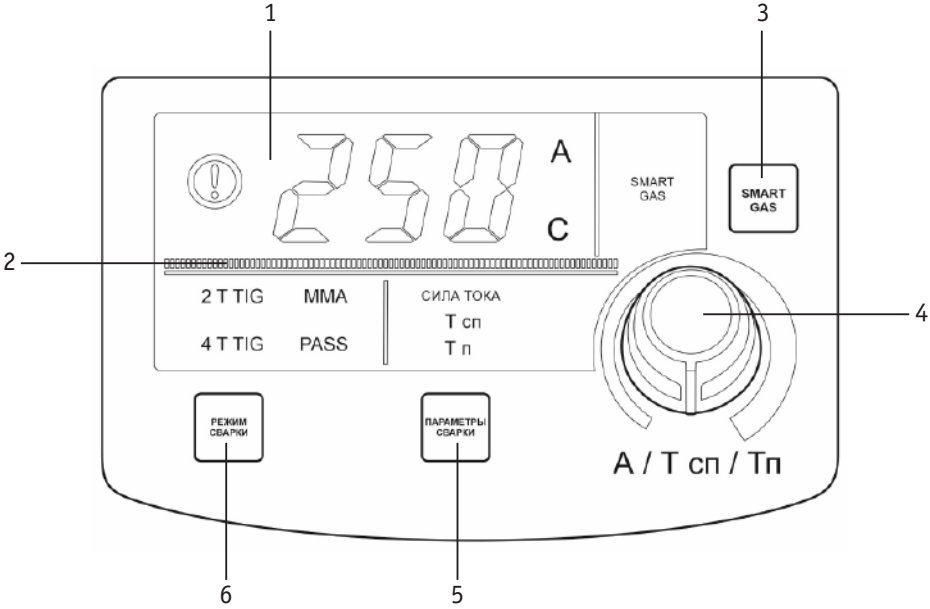

Рис. 7.0.1. Панель управления.
6. Выберите кнопкой (см. рис. 7.0.1, поз. 6) режим TIG сварки (см. рис. 7.1.1, поз. 4).